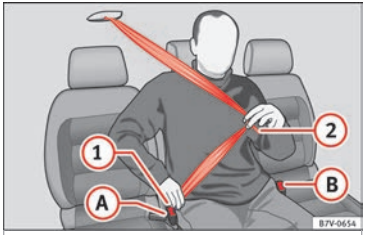

Afb. 89 Gordel op de middelste stoel van de tweede zitrij omgespen.
- Trek de gordelband via de slotgesp naar onderen ››› afb. 89 (1). Zorg er daarbij voor dat de gordel **niet** verdraaid wordt ››› ⚠.
- Steek de slotgesp (1) in het overeenkomstige slot (A).
- Plaats de gordelband over het bekken van de inzittende door aan de slotgesp te trekken ››› afb. 89 (2).
- Steek de slotgesp (2) in het overeenkomstige slot (B).
- Druk op de rode toets in het slot ››› afb. 89 (A). De gesp springt uit het slot.
- Druk op de rode toets in het slot ››› afb. 89 (B). De gesp springt uit het slot.